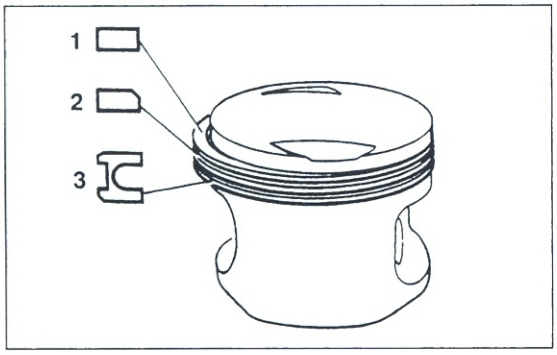

Bild 141
- Kolbenringe mit beiden Daumen aufweiten und in entsprechende Kolbennut einfedern (Kennzeichnung nach oben; Bild 141). Ringe nicht weiter als unbedingt nötig aufweiten, da sie leicht brechen!